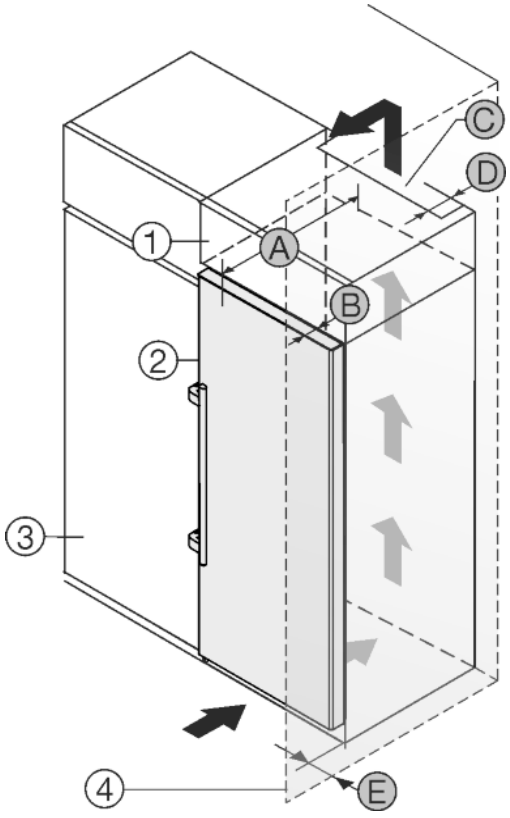

Fig. 23
The appliance can be built into kitchen units. A top cupboard *Fig. 23 (2)* can be added above the appliance in order to bring the appliance *Fig. 23 (1)* up to the height of the fitted kitchen units.
The appliance can be installed right next to the kitchen cabinet *Fig. 23 (3)*. The appliance must protrude by depth *Fig. 23 (B)* from the front of the cabinet so that the doors can be opened fully. The appliance may protrude further depending on the depth of the kitchen cabinets and whether wall spacers are used.
- At the back of the top cabinet, there must be an air outlet shaft with depth *Fig. 23 (D)*, spanning the entire width.
- The ventilation shaft *Fig. 23 (C)* must be observed under the ceiling.
If the appliance is installed with the hinges next to a wall *Fig. 23 (4)*, the distance *Fig. 23 (E)* between the appliance and the wall must be observed. This is how far the handle protrudes when the door is open.